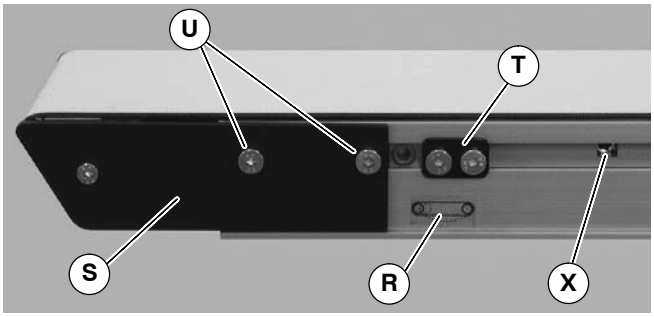

Figure 27
1. On tension end of the conveyor, identified with a label (R of Figure 27), adjust head plate assembly (S): On both sides of conveyor, loosen fastening screws (U) and rotate pinion gear (X) to adjust head plate assembly.
3. After adjusting proper tensioning, tighten fastening screws (U of Figure 27) on both sides of conveyor to 60 in-lb (7 Nm).
4. If equipped with cam tracking assemblies (T of Figure 27) position against head plates and adjust belt tracking. Refer to "Conveyor Belt Tracking", next section.